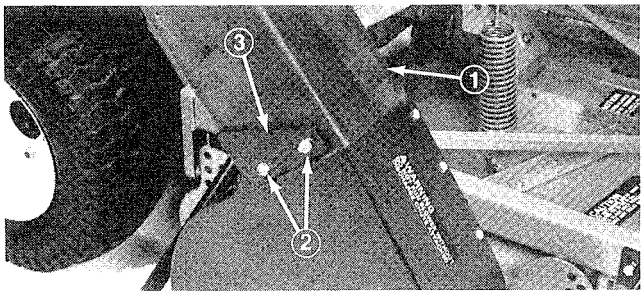

Figure 21
4. Slide chute over blower opening and onto mounting studs (Fig. 21).
5. Lower hopper hood and align chute with hood snout. Secure chute in position with (4) 5/16 locknuts and chute brackets. Wide end of brackets to be positioned to rear (Fig. 21).